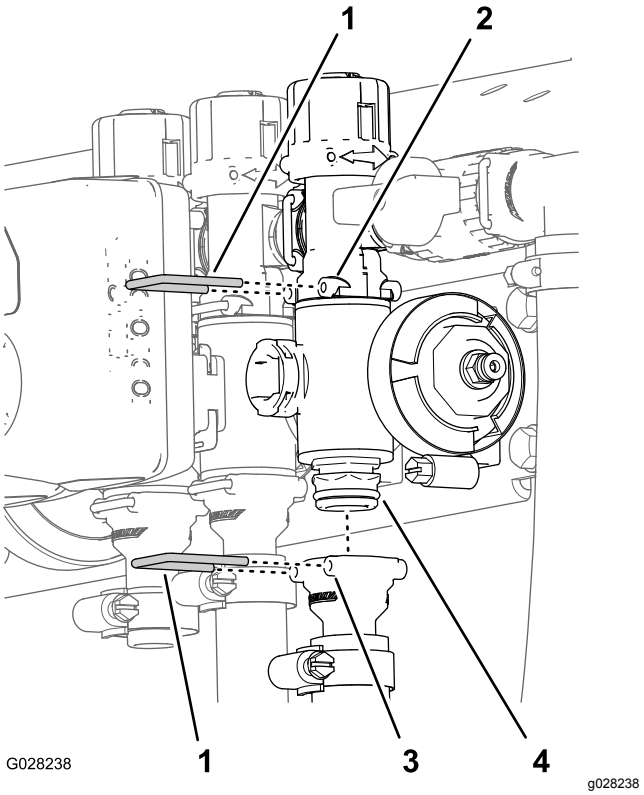

Figur 120
2. Ta bort hållarna som fäster utloppskopplingen vid sektionsventilens grenrör och ventilgrenröret vid överströmningskopplingen (Figur 120).